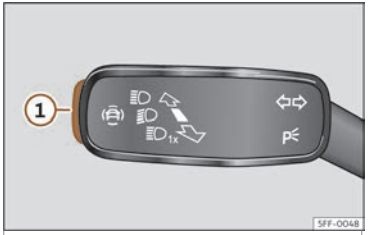

Fig. 62 A la palanca d'intermitents i de llum de carretera:tecla per als sistemes d'assistència al conductor (segons versions).
- Premeu breument la tecla››› **fig. 62** ① per obrir el menú **Asistentes**.